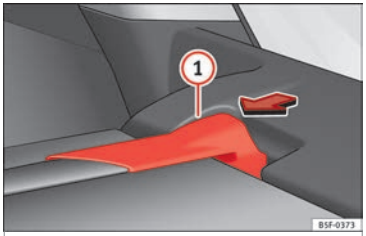

Fig. 161 En el maletero: desmontar la bandeja portaobjetos.
• Presione el soporte de la bandeja portaobjetos ››› **fig. 161** (1) en el sentido de la flecha.
• Encaje el soporte de la bandeja portaobjetos ››› **fig. 161** (1) en el alojamiento derecho.
• Compruebe si el soporte ››› **fig. 161** (1) está encastrado correctamente.